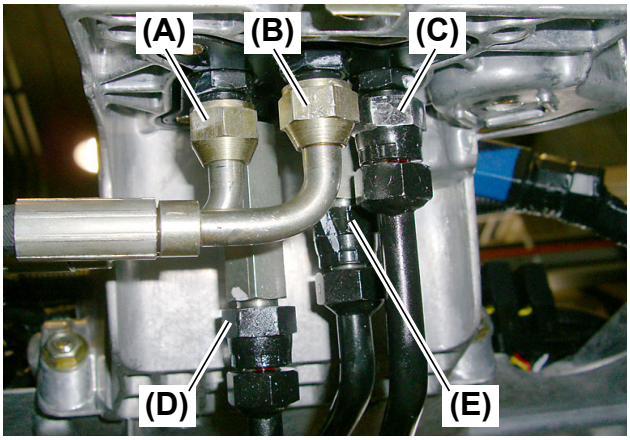
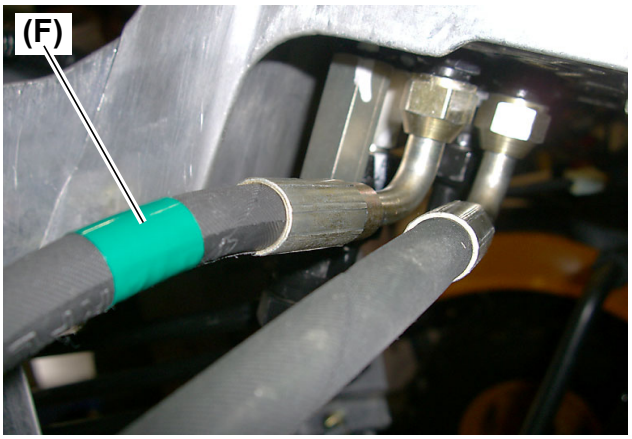

Fig. 2
Fig. 3
2. Disconnect five (5) piping lines **(Fig. 2)** from the bottom of the power steering valve.
●Do not remove the identification tape **(Fig. 3, (F))** on the R hose of the power steering cylinder **(Fig. 2, (A))**.